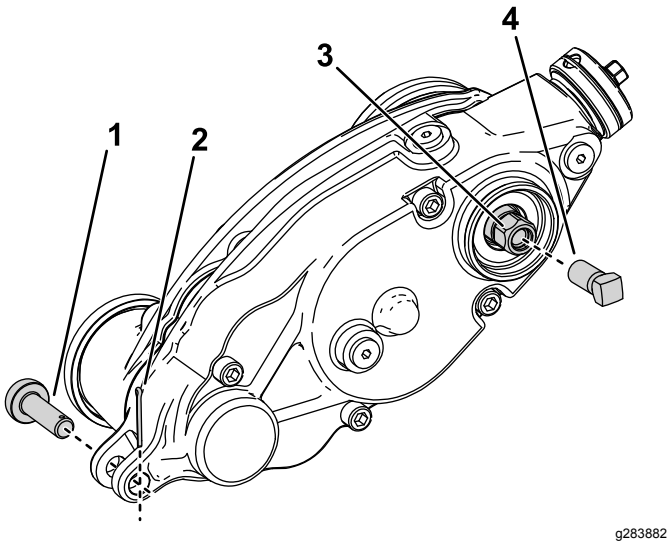

图28
3. 卸下将疏草刀驱动箱连接到调整臂的调节销和开口销图28。
5. 如图28 所示将加固螺丝零件号 1-803022——单独出售安装到疏草刀驱动六角头的内螺纹并上紧扭矩至 13.5Nm。
6. 转动疏草刀驱动六角头将疏草刀驱动箱从剪草滚刀上卸下图28。